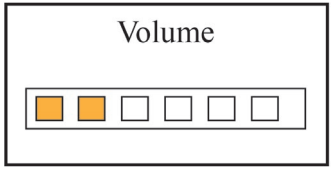

Figura 4.10B Impostazione volume
- Volume: Per impostare il volume dell'audio (compresi i segnali acustici di avviso, il segnale acustico delle pulsazioni, il suono dei tasti) tra 6 livelli disponibili; l'impostazione predefinita è a livello 3, come mostrato nella figura 4.10B.